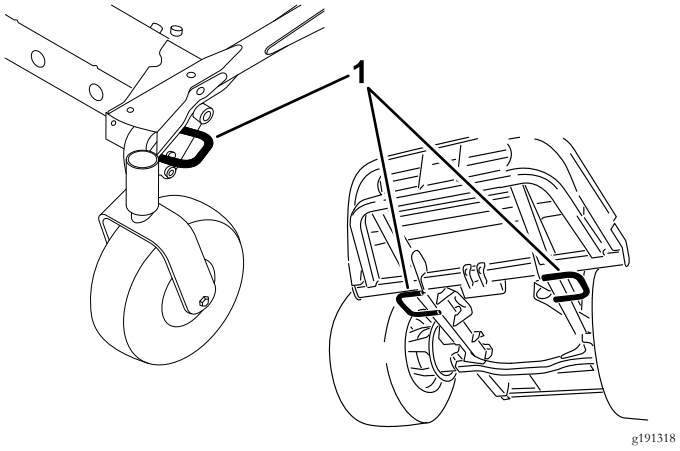

Figur 29
5. Brug bindepunktsøjerne af på maskinen til at fastgøre maskinen til anhængeren eller lastbilen med stropper, kæder, kabler eller reb (Figur 29).